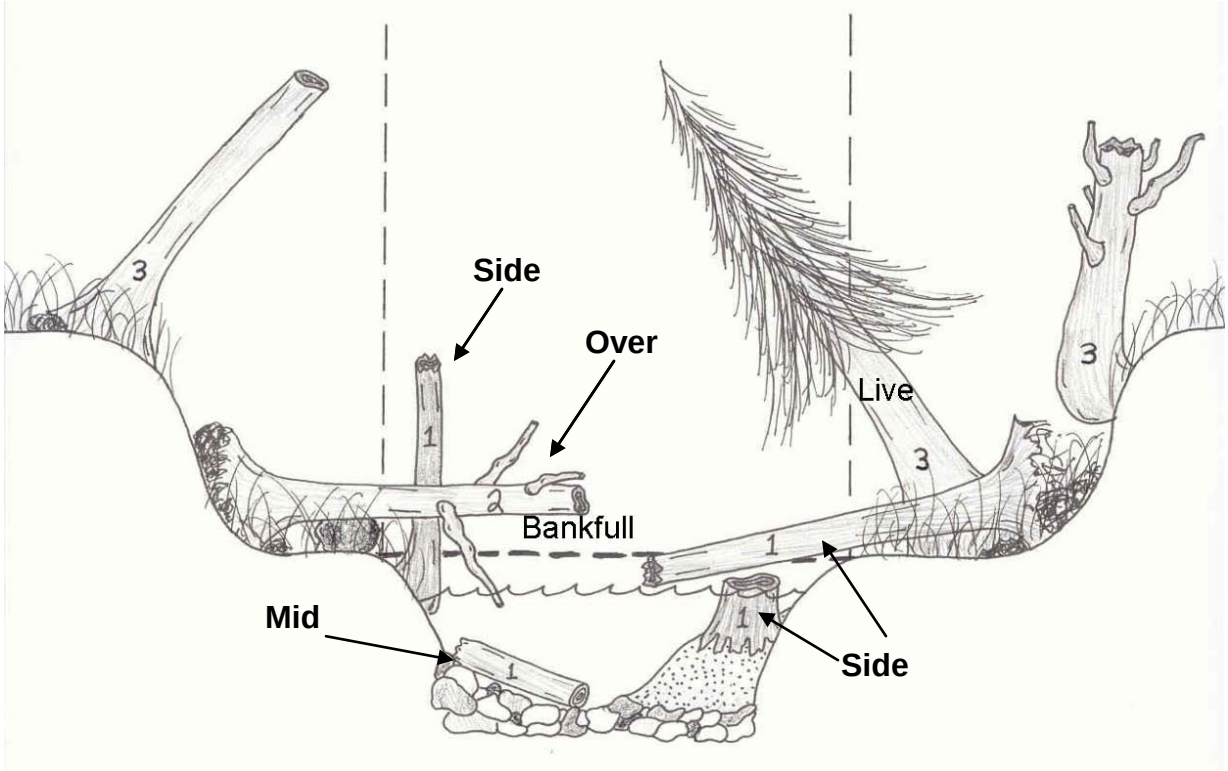

**Figure 17**. Illustration of large woody debris. Pieces numbered 1 and 2 would be included in the survey, while pieces numbered 3 would not be counted.
b. Only include standing trees that lean within the bankfull channel if they are dead. Dead trees are defined as being devoid of needles or leaves, or where **ALL** of the needles and leaves have turned brown. Consider it living if the leaves or needles are green (Figure 17).